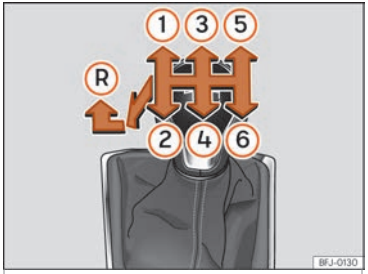

Fig. 164 Esquema de un cambio manual de 6 marchas.
En la palanca de cambios se indican las posiciones de las marchas ››› fig. 164.
- Con la palanca de cambios en punto muerto, presiónela hacia abajo, muévala a la izquierda hasta el final y después hacia delante para seleccionar la marcha atrás ››› fig. 164 (R).